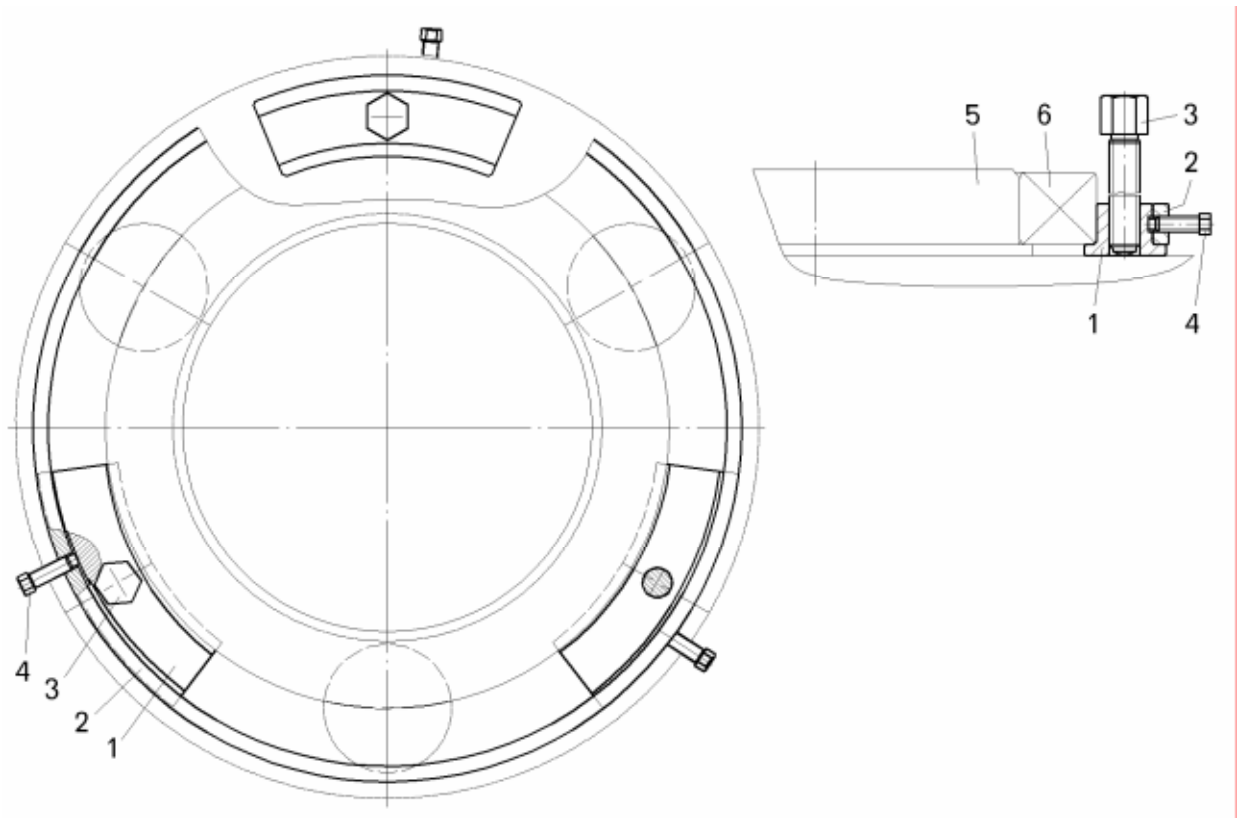

Рисунок 7.6 – Съемник для подшипников водила первого ряда:
– спрессовать с водила 17 подшипники 19 с помощью съемника (рисунок 7.6). Для демонтажа сухарь 1 с винтом 3 установить под наружное кольцо подшипника, надеть кольцо 2 и зафиксировать винтами 4, поочередным вращением винтов 3 на 0,3 – 0,5 оборота произвести демонтаж подшипника;